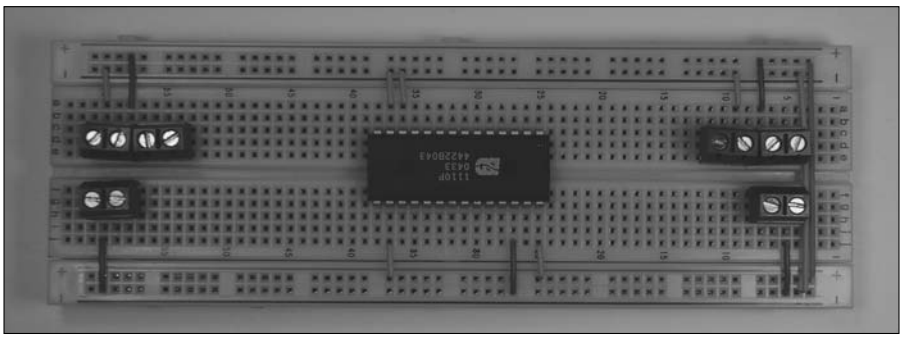

Figure 9-20: Connect components to the +V bus.
3. **Insert wires to connect each component and terminal to the +V bus and insert a wire between the two +V buses to connect them, as shown in Figure 9-20.**